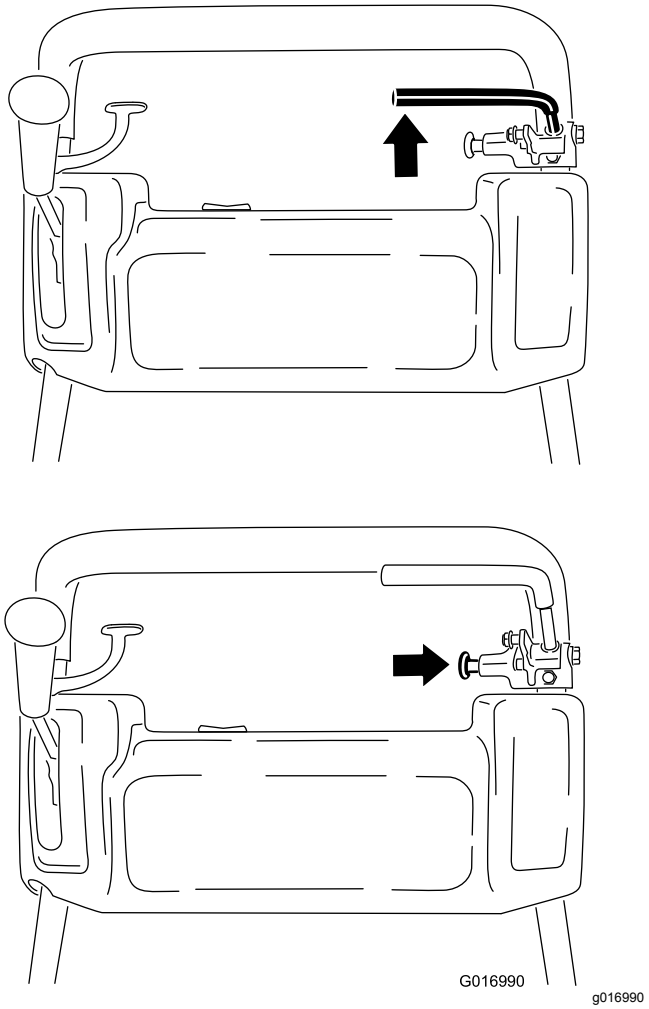

Figur 37
1. Koble bremsen helt inn, trykk på parkeringsbremseknappen og la bremsen hvile på parkeringsbremsepinnen (Figur 37).